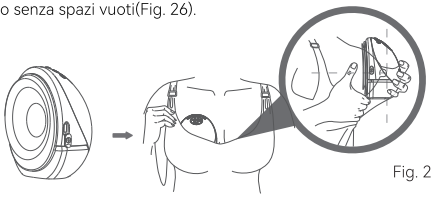

Fig. 26
a. Prima di pompare, assicurarsi che il tiralatte sia ben premuto sul seno senza spazi vuoti(Fig. 26).